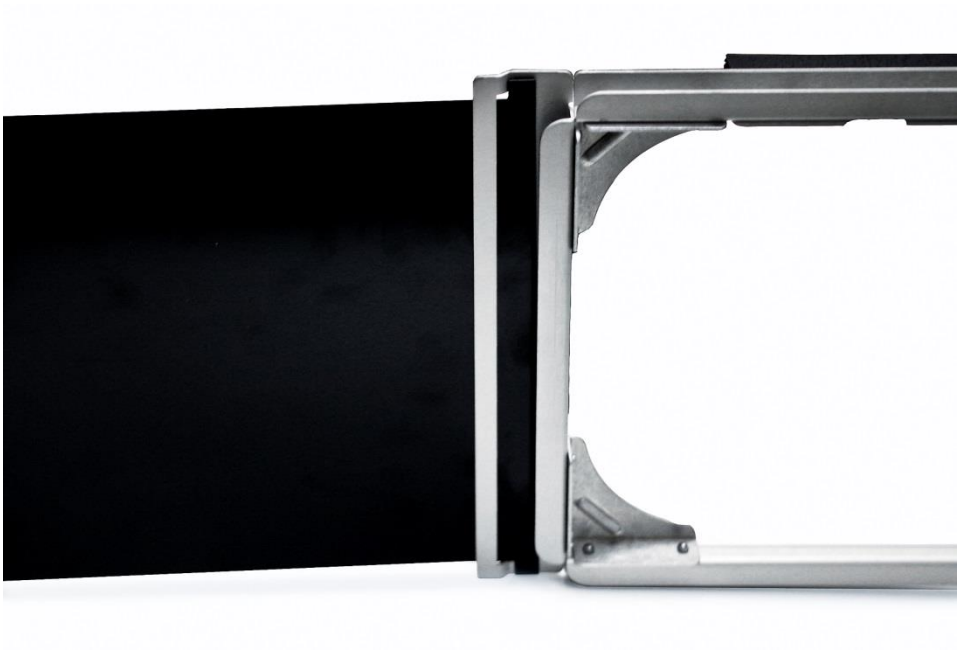

Figure 26: Attach Fabric Hood and Hood Support Poles to Frame and Base Assembly
3. Insert the flaps into the slots from the side of the frame where the fabric hood is attached to the U-channel of the frame (see Figure 26~~Figure 26~~). Use the different flap lengths to fit various cabinet widths.